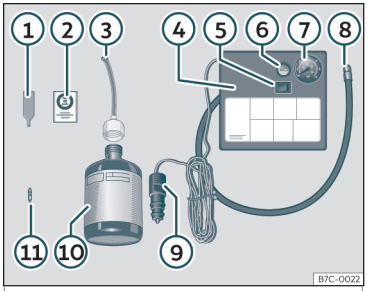

Fig. 29 Representación estándar: contenido del kit antipinchazos.
El kit antipinchazos se encuentra en el compartimento del maletero bajo el revestimiento del suelo. Incluye los siguientes componentes ››› **fig. 29**:
- Desenrosque la caperuza y el obús de la válvula del neumático. Utilice el aparato ››› **fig. 29** ① para extraer el obús. Colóquelo en una superficie limpia.
- Agite con fuerza la botella de sellante de neumáticos ››› **fig. 29** ⑩.
- Enrosque el tubo de inflado ››› **fig. 29** ③ en la botella de sellante. El precinto de la botella se romperá automáticamente.
- Retire el tapón del tubo de llenado ››› **fig. 29** ③ y enrosque el extremo abierto del tubo en la válvula del neumático.
- Vuelva a colocar el obús con el aparato ››› **fig. 29** ① en la válvula del neumático.
- Enrosque el tubo de inflado del neumático del compresor ››› **fig. 29** ⑧ en la válvula del neumático.
- Compruebe que el tornillo de evacuación de aire está cerrado ››› **fig. 29** ⑥.
- Acople el conector ››› **fig. 29** ⑨ a toma de corriente de 12 voltios del vehículo ››› **pág. 148**.
- Conecte el compresor de aire con conmutador ON/OFF ››› **fig. 29** ⑤.
- Pegue el adhesivo ››› **fig. 29** ② en el cuadro de instrumentos, dentro del campo visual del conductor.
Vuelva a enroscar el tubo de inflado ››› **fig. 29** ⑤ y compruebe la presión en el manómetro ⑥.